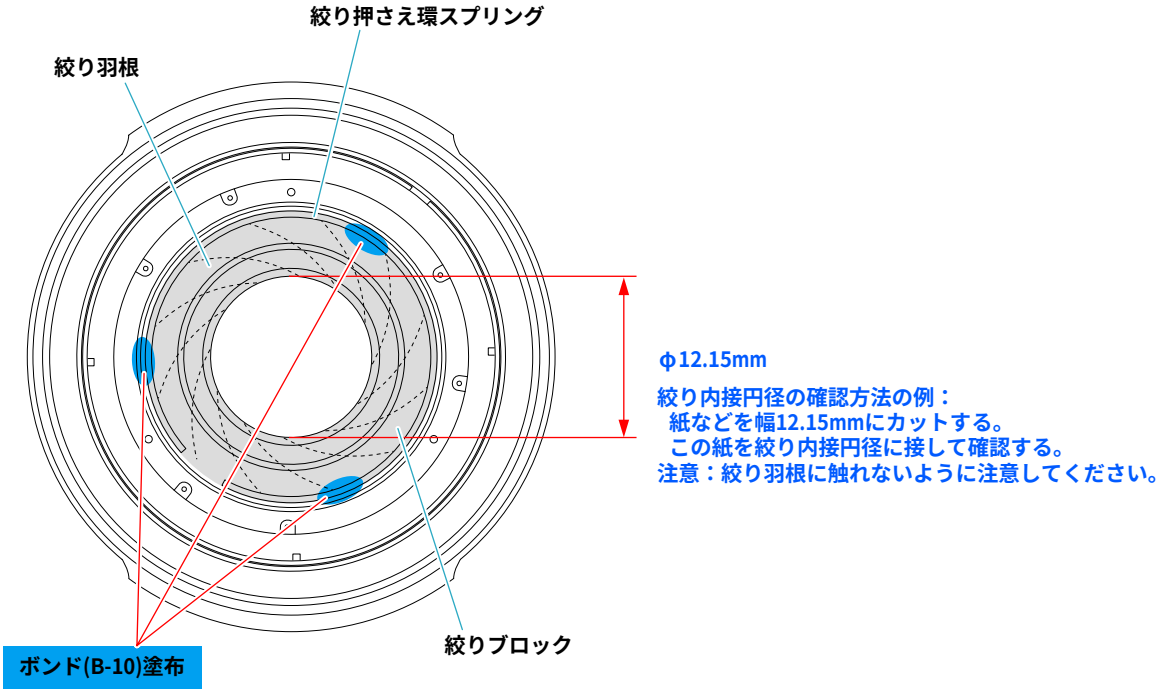

Fig.4-2-9
1) レンズ前面から絞りブロックを回転させ，絞り羽根の内接円径を“約φ12.15㎜”に調整する。(Fig4-2-9)
4) 調整完了後，指示部3箇所にボンド(B-10)を塗布する。(Fig4-2-9)